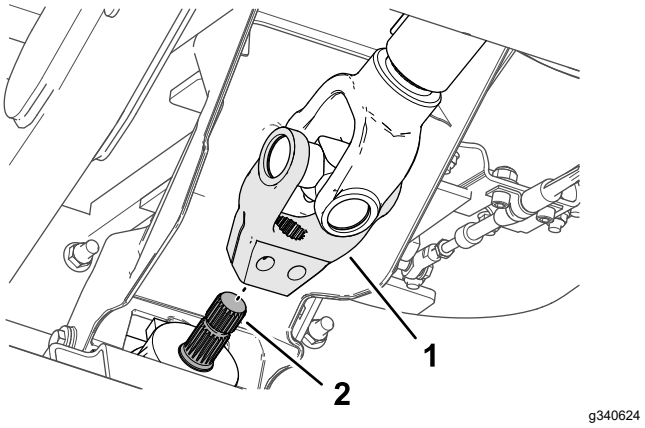

Figuur 16
5. Lijn de sleuven in het aandrijfasjuk uit op de sleuven van de ingaande as van het werktuig (Figuur 16), en schuif het juk over de as.